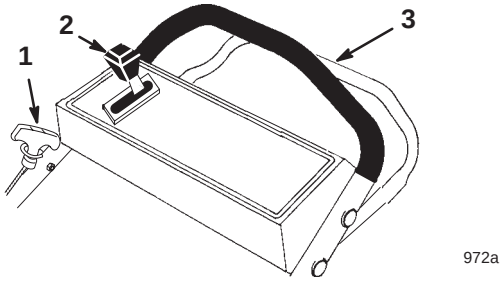

Bild 9
Die Bedienungselemente befinden sich am oberen Griff, siehe Bild 9.
4. Halten Sie die Schaltstange gegen den oberen Handgriff gedrückt (Bild 9).
5. Ziehen Sie leicht am Startergriff, bis Sie einen Widerstand spüren. Ziehen Sie ihn dann kräftig durch (Bild 9). Lassen Sie das Seil langsam zum Griff zurücklaufen.